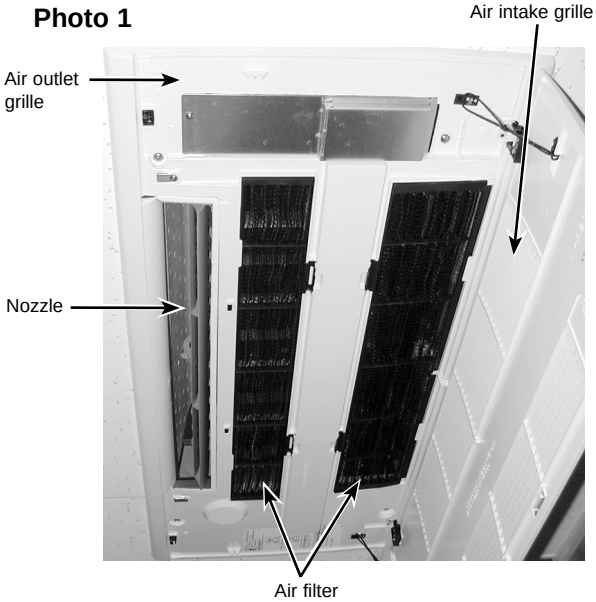

Figure 1
(1) Press the PUSH of the air intake grille. (See Figure 1)
(2) Put your fingers on the both ends of nut of the air intake grille and put it down after the grille clicked.
(1) Press the PUSH of the air intake grille, and pull down the both ends of nut with your fingers after the grille clicked. (See Figure 1)
(1) Open the intake grille by pressing PUSH of the air intake grille and remove the air filter (× 2). (See Figure 1)